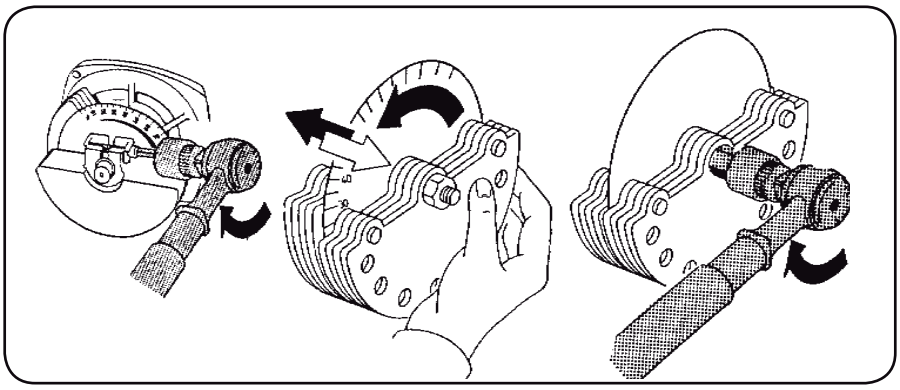

Rysunek 33
- Kiedy masa mimośrodowa została ustawiona zgodnie z pożądaną wartością, należy dokręcić śrubę mocującą lub nakrętkę używając klucza dynamometrycznego (Rysunek 33) a następnie powtórzyć ten sam proces z masą po przeciwnej stronie (momenty dokręcania przedstawia tabela na stronie 78.